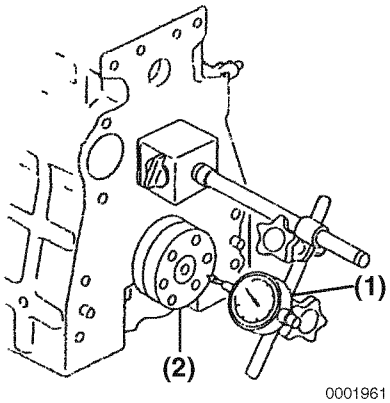

Figure 6-105
- **Method A:** Install a dial gauge **(Figure 6-105, (1))** on the cylinder block. Move the crankshaft **(Figure 6-105, (2))** in and out to measure the end play. Record the measurement.